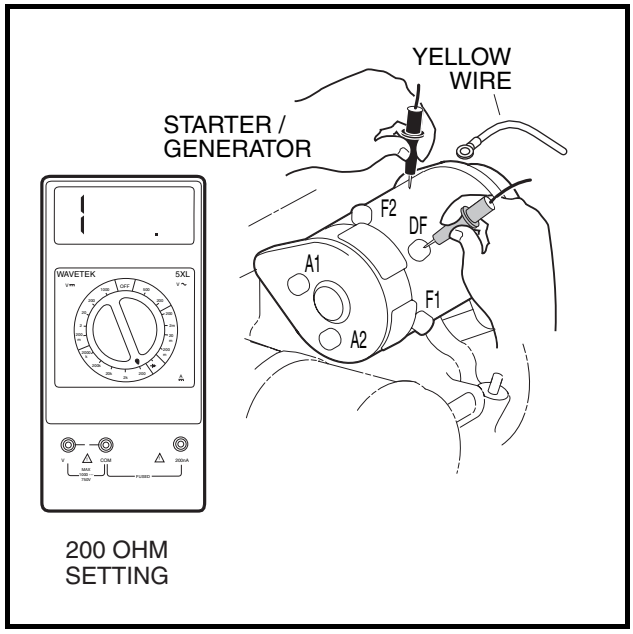

Figure 11-20 Check Starter Terminal Continuity
3. Disconnect the wires from all the terminals on the starter/generator. Then place the black (–) probe of a multimeter, set to 200 ohms, on the starter/generator housing (scratch through the finish to ensure a good ground). While holding the black (–) probe against the housing, place the red (+) probe (one at a time) on the A1, A2, F1, F2 and DF terminals respectively **(Figure 11-20, Page 11-24)**. The readings should be no continuity. If the readings are incorrect, the starter/generator will need to be removed from the vehicle and disassembled by a qualified technician. **See Starter/Generator Removal, Section 12, Page 12-1.**